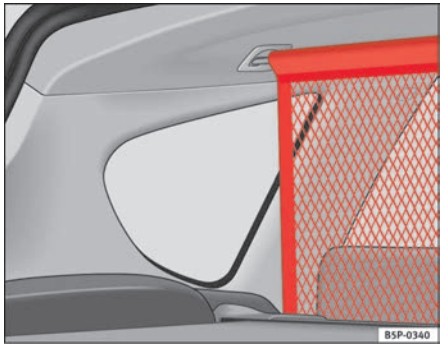

**Fig. 125 Separation net**
– Pull the net from underneath between the seatback and the folding tray and fit it to the allotments on the roof, first to the right then to the left ⇒ fig. 125.